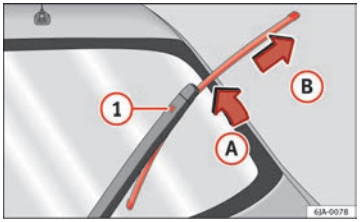

Fig. 68 Rear window wiper blade
– Lift the rear window wiper arm away from the glass moving the blade slightly in the direction of the arm – arrow (A) ⇒ Fig. 68.
– Unlock the catch (1) with the other hand and remove the blade in the direction of arrow (B).